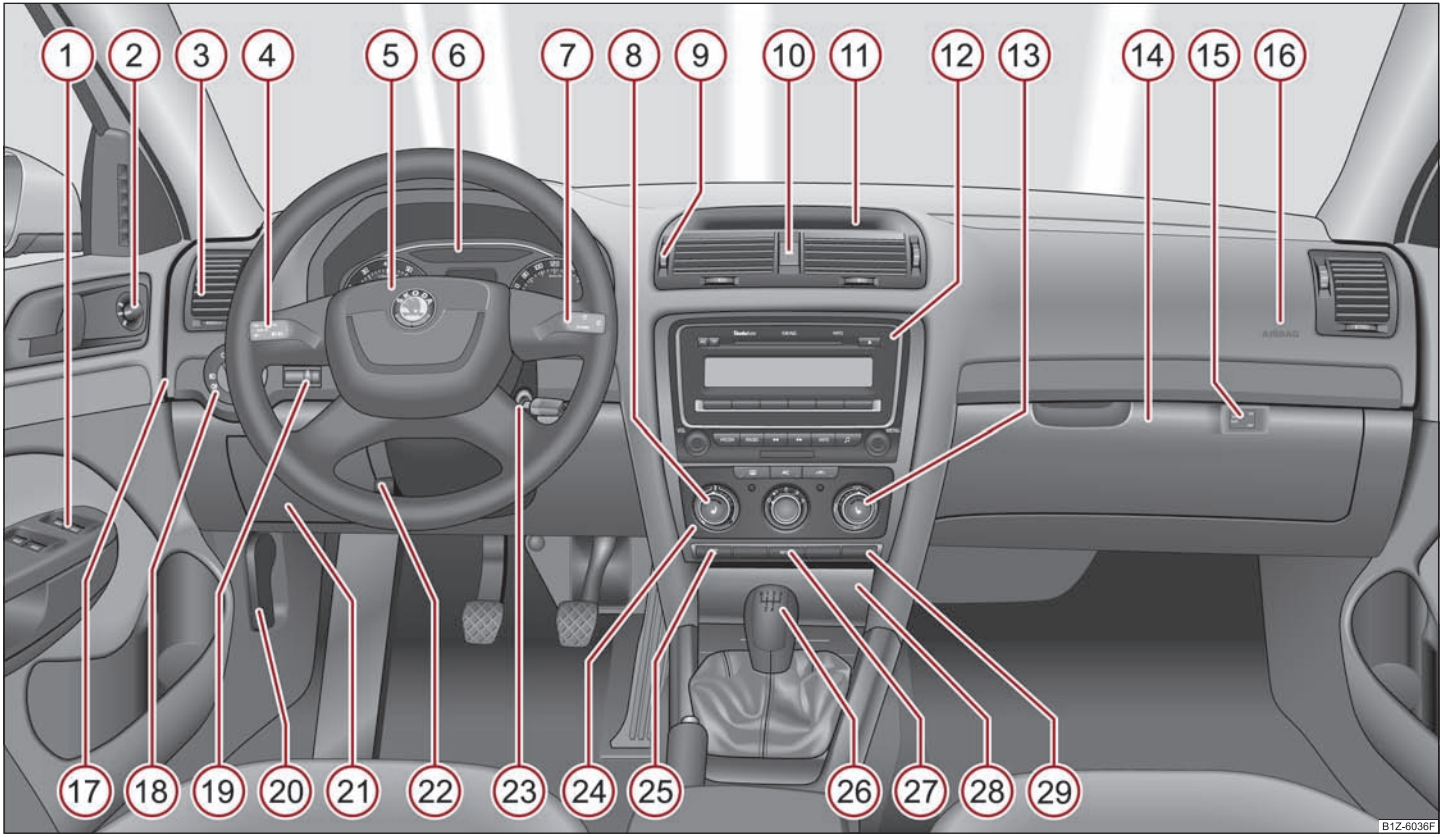

Fig. 1 Quelques-uns des équipements ci-dessus ne sont montés que sur certaines versions ou sont des options.
- La disposition des commandes diffère partiellement de celle indiquée dans ⇒ page 8, fig. 1 sur les véhicules avec direction à droite. Les symboles des commandes sont toutefois identiques. ■